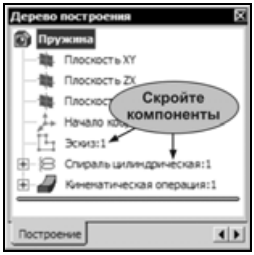

Рис. 8.42
- В дереве построения с помощью команды **Скрыть** из контекстного меню отключите отображение компонентов **Эскиз:1** и **Спираль цилиндрическая:1** (рис. 8.42)